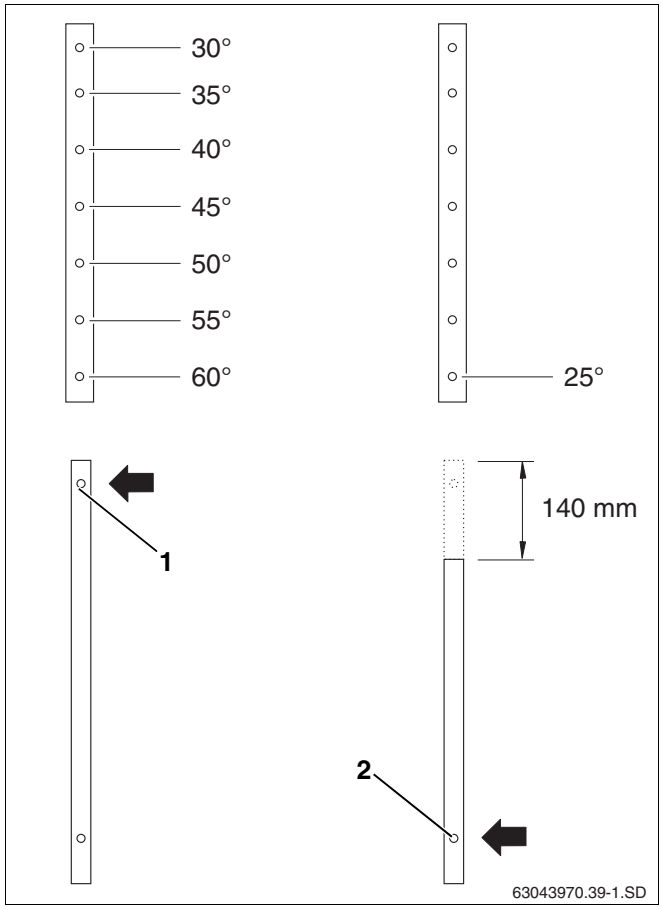
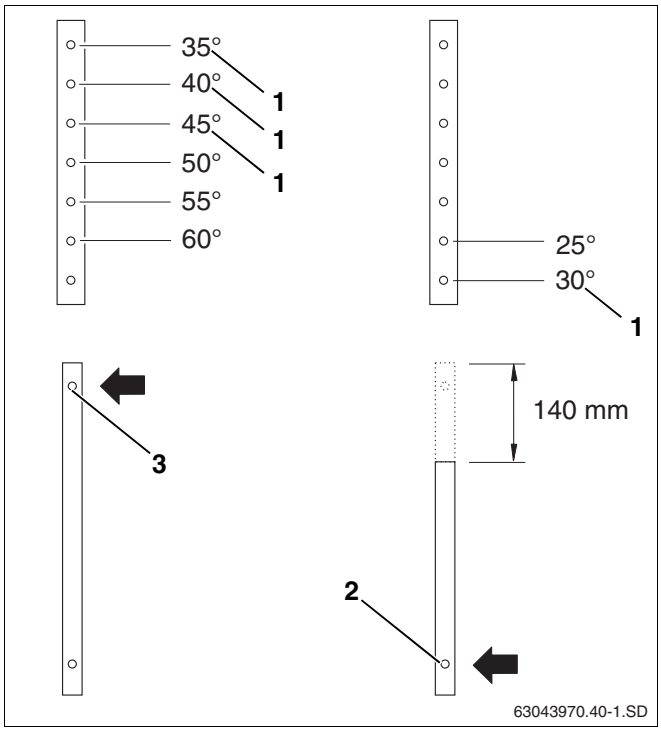

Afb. 12 Hellingsgraad voor verticale collectoren instellen
Afb. 13 Hellingsgraad voor horizontale collectoren instellen
- Kies de gaten voor de bovenste en onderste telescooprails conform afb. 12 en afb. 13.
Neem bij de verticale montage en voor een hellingsgraad van de collector van 30° tot 60°, het bovenste gat van de oinderste telescooprail (afb. 12, **pos. 1**).
Voor de hellingsgraad 25° moet u de onderste rails bovenaan 140 mm inkorten en gebruik maken van het onderste gat (afb. 12, **pos. 2**).
Neem bij de horizontale montage en voor een hellingsgraad van de collector van 35° tot 60° het bovenste gat van de onderste telescooprail (afb. 13, **pos. 3**).
Voor een hellingsgraad van 25° en 30° moet u de onderste rail bovenaan 140 mm inkorten en gebruik maken van het onderste gat (afb. 13, **pos. 2**).
- Voor de montage aan een gevel mag er enkel gebruik gemaakt worden van de posities voor de hellingsgraad voor de collector 30°, 35°, 40° en 45° (afb. 13, **pos. 1**).